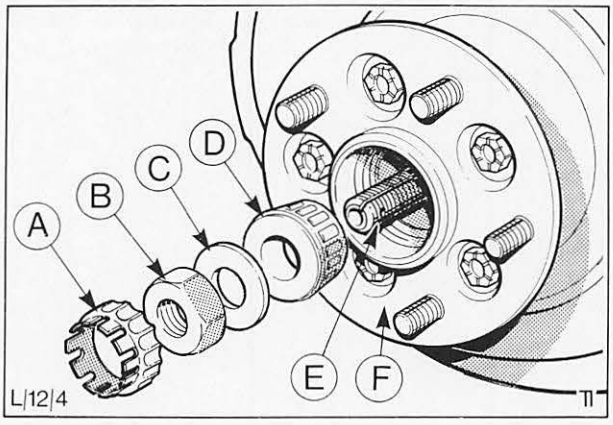

Abb. 25 Vorderradnabe kompl.
5. Splint und Kronensicherung entfernen sowie Einstellmutter abschrauben. Druckscheibe und äußeres Kegelrollenlager entfernen, Abb. 25.
10. Äußeres Kegelrollenlager, Druckscheibe und Einstellmutter anbringen, Abb. 25.